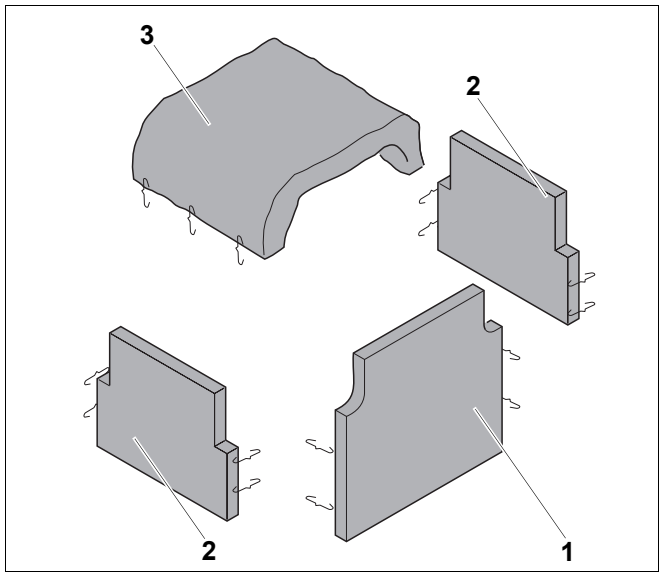
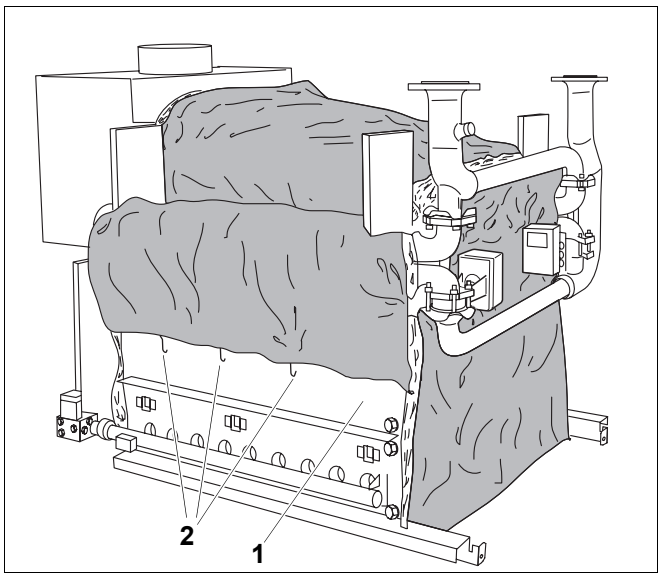

Rys. 52 Izolacja cieplna
Rys. 53 Zamontowana izolacja cieplna
- Ułożyć izolację cieplną kolektora spalin (rys. 52, **poz. 3**) na górze kolektora spalin.
- Docisnąć boczne części izolacji cieplnej bloku kotła (rys. 52, **poz. 2**, prostokątne elementy izolacji cieplnej z nacięciami) do bloku kotła i ułożyć wokół dużej piasty.
- Wsunąć boczne części izolacji cieplnej bloku kotła (rys. 52, **poz. 2**) u dołu pod pokrywę wyczystkową znajdującą się nad palnikiem gazowym (rys. 53, **poz. 1**) i zamocować sprężynami (rys. 53, **poz. 2**) w otworach pokrywy wyczystkowej.
- Docisnąć przednią część izolacji cieplnej (rys. 52, **poz. 1**) na przedzie bloku kotła, a następnie połączyć ją sprężynami mocującymi z sąsiednimi elementami izolacji. Izolację cieplną należy zamocować również u dołu.